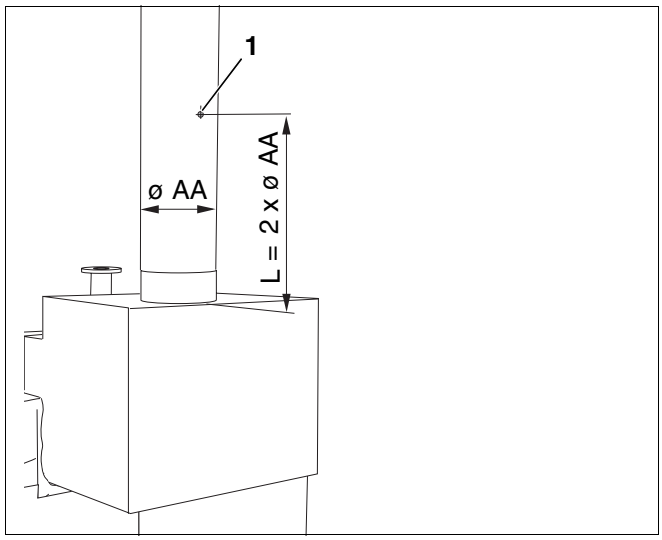

Afb. 10 Meetwaarden opnemen
Voor de volgende metingen moet er een meetpunt aangebracht worden in de rookgasleiding (afb. 10, **pos. 1**). De afstand tot de trekonderbreker moet overeenstemmen met het dubbele van de diameter van de rookgasleiding (AA).
- Breng een meetpunt aan in de rookgasleiding (afb. 10, **pos. 1**) op de zijde die van de ketel is afgewend. Boor daarvoor een gat met een diameter van 8 mm in de rookgasleiding.